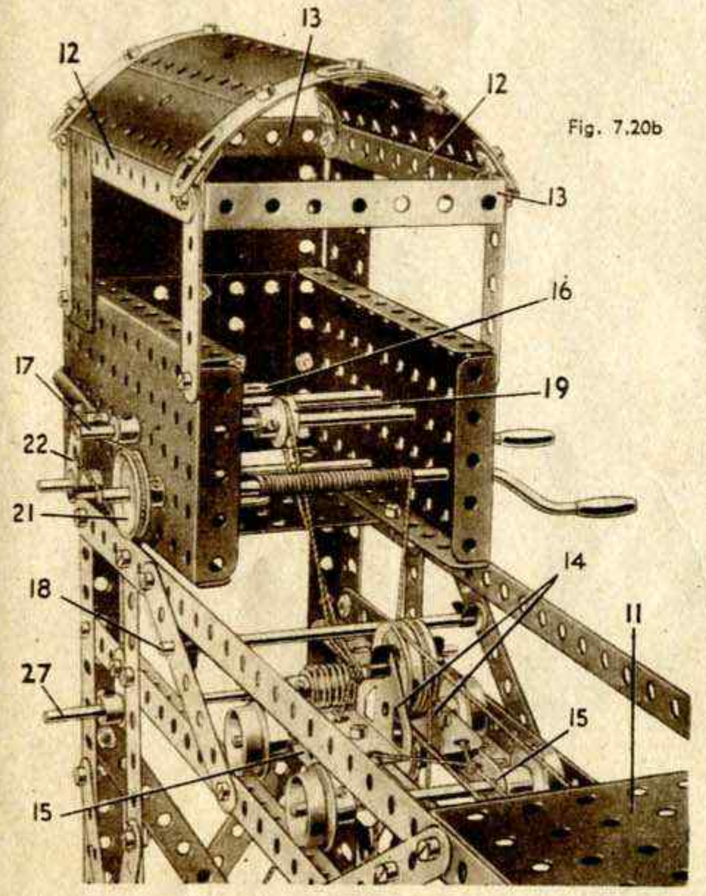

Fig. 7.20b
Le chariot mobile (Fig. 7.20b) s'obtient en boulonnant deux embases triangulées coudées 14 à une bande coudée de 38 × 12. Le chariot roule sur quatre roues à boudin de 19 mm. fixées par paires sur des tiges filetées de 75 mm. Ces tiges tournent dans les bandes de 5 trous 15. Ces dernières sont fixées aux extrémités de la bande coudée de 38 × 12. Deux poulies folles de 25 mm. sont montées sur une tringle de 2,5 cm. passée dans les trous extrêmes des embases 14.
Les mouvements du chariot sont commandés par une manivelle de 9 cm. qui tourne dans le côté de la cabine et dans une bande coudée de 38 × 12 (16) (Fig. 7.20b). Un pignon de 19 dents monté sur la manivelle engrène avec une roue de 57 dents montée sur une tringle de 11,5 cm. (17). Une ficelle partant de l'arrière du chariot passe sous la tringle 18, est passée deux fois autour d'une poulie de 12 mm. (19) montée sur la tringle 17, passe sous la tringle 18 et autour d'une poulie de 25 mm. montée sur une tringle de 11,5 cm. (20), et est finalement attachée à l'autre bout du chariot.
Un frein pour la manivelle de 13 cm. est constitué par une ficelle qui passe autour d'une poulie de 25 mm. (21) (Fig. 7.20b). Cette ficelle est attachée à un bras de manivelle 22 fixé sur une tringle de 13 cm. passée dans les côtés de la cabine. Une bande incurvée 23, boulonnée à un second bras de manivelle fixé sur cette tringle sert de levier de frein.